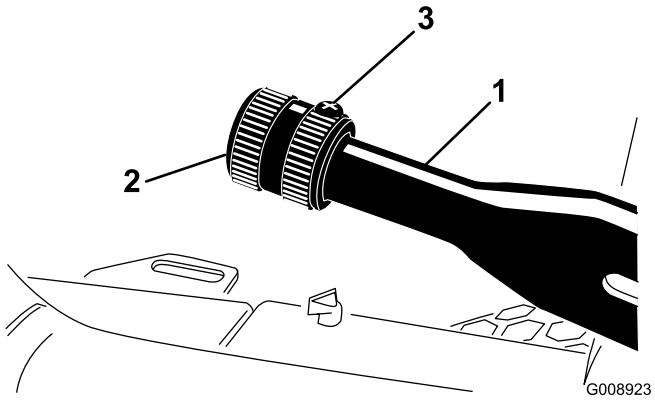

Figur 53
1. Løsn sætskruen, der fastgør skruen til parkeringsbremsehåndtaget (Figur 53).